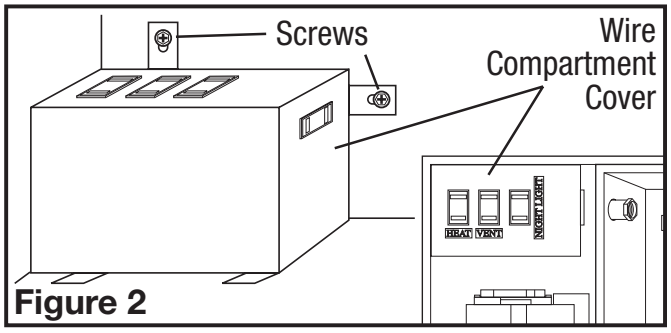

Figure 2
3. Remove the wire compartment cover by loosening the two screws holding the cover in place **(Figure 2).**